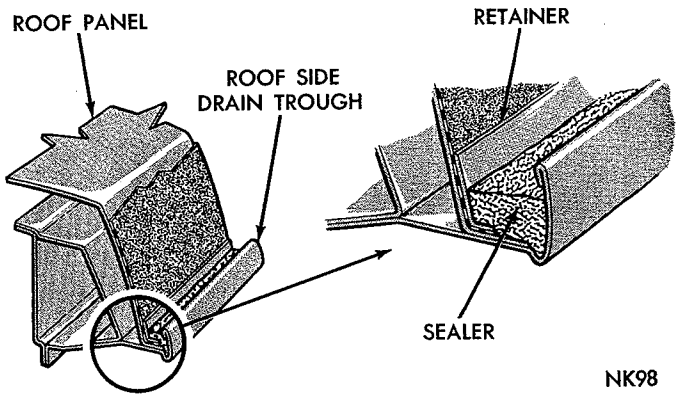

*Fig. 7—Installing Sealer at Drain Trough*
(24) Apply a bead of sealer in drain trough and smooth out to seal edge of cover (Fig. 7).
(25) Apply a bead of sealer to the exposed edge of cover at roof panel extension and belt line.
(26) Locate and punch holes in cover material at the extension for the belt line moulding. Place small balls of sealer on the moulding studs before installing.